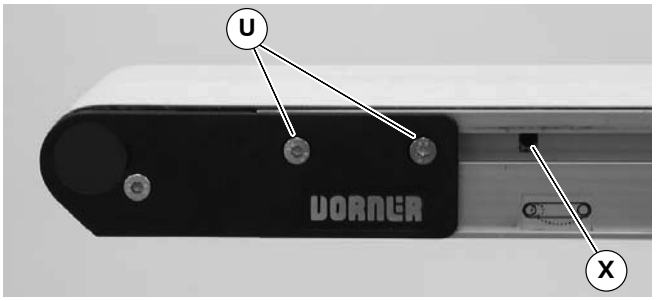

Figure 8
5. With a 5 mm hex-key wrench, rotate pinion gear (X of Figure 8) to tension the conveyor belt. Tighten fastening screws (U) on both sides of conveyor to (7 Nm. For proper tensioning, refer to "Conveyor Tension End Adjustment", page 14.